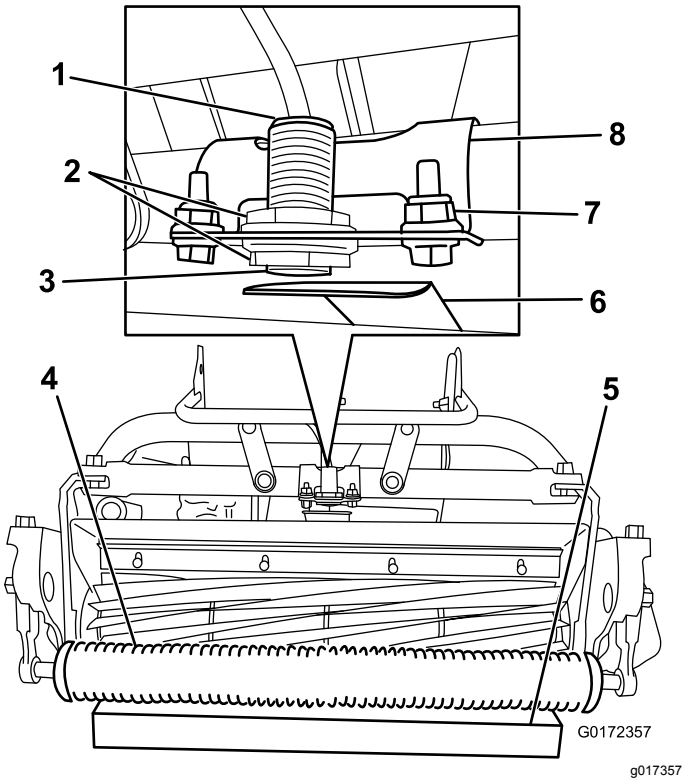

Figur 17
2. Lossa kontramuttrarna på givaren och justera givaren så att en gänga syns under den understa kontramuttern (Figur 17).
4. Placera ett 3,8 cm tjockt block under klippenhetens främre rulle (Figur 17).
5. Lossa de fästelement som håller fast givarfästena på ramen (Figur 17).
8. Vrid fästet för givaren mot målplåten tills lampan på givaren tänds (Figur 17). Om lampan redan var tänd ska du vrida den bort från målplåten tills den släcks och sedan i motsatt riktning tills den tänds igen.